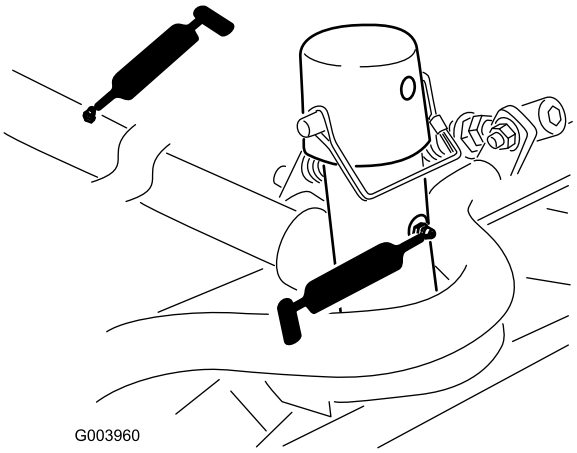

**Figur 66**
- Klippenhetens bärram och svängtapp (2 var) (Figur 66)